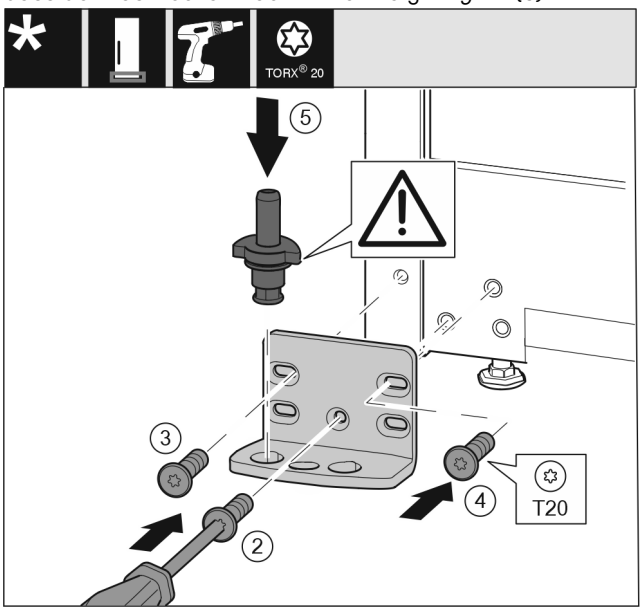

Fig. 20
- ▶ Lagerbock auf der anderen Seite ansetzen und mit Hilfe eines Schraubendrehers T20 anschrauben. Mit Schraube 2 unten in der Mitte beginnen. *Fig. 20 (2)*
- ▶ Schraube 3 und 4 festschrauben. *Fig. 20 (3,4)*
- ▶ Lagerbolzen komplett einsetzen. Dabei darauf achten, dass der Rastnocken nach hinten zeigt. *Fig. 20 (5)*